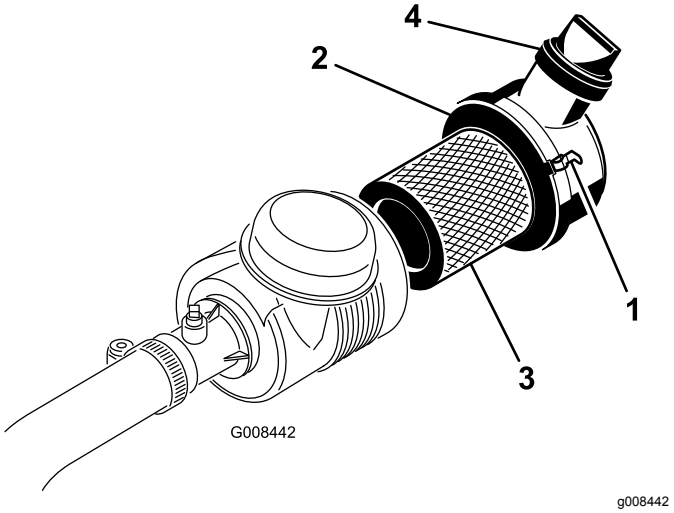

Figur 38
1. Utløs låsene som fester luftrenserdekslet til luftrenserhuset (Figur 38).
7. Sett dekslet på igjen, og fest låsene (Figur 38).